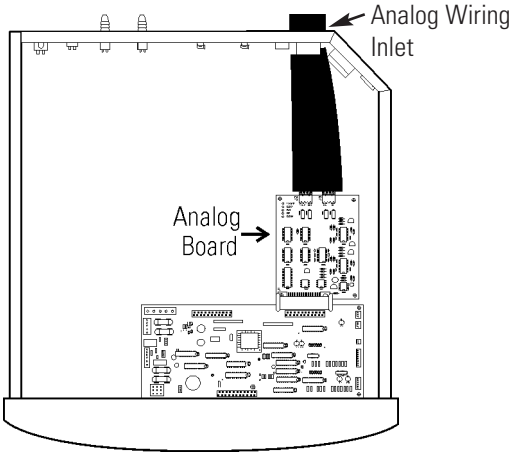

Figure 6-5. Analog Wiring Inlet
3. Each system monitored (Temp, CO_2, O_2, RH) requires two conductors. Feed the wire through the analog wiring inlet on the back of the drawer. See Figure 6-5.